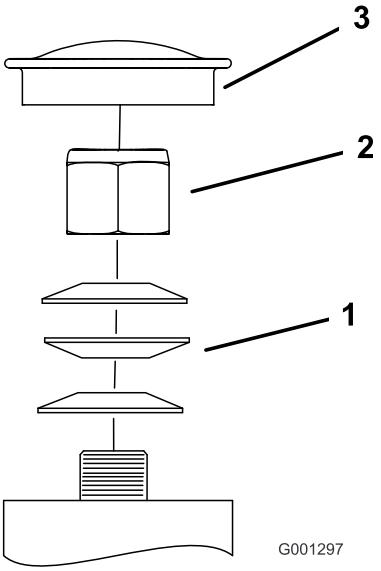

Figure 64
3. Retirez le capuchon antipoussière de la roue pivotante et serrez le contre-écrou (Figure 64).
4. Continuez de serrer le contre-écrou jusqu'à ce que les rondelles élastiques soient aplaties, puis desserrez-le de 1/4 de tour pour obtenir la précharge correcte des roulements (Figure 64).
Important: Veillez à placer les rondelles élastiques comme montré à la Figure 64.
5. Remettez le capuchon antipoussière en place (Figure 64).